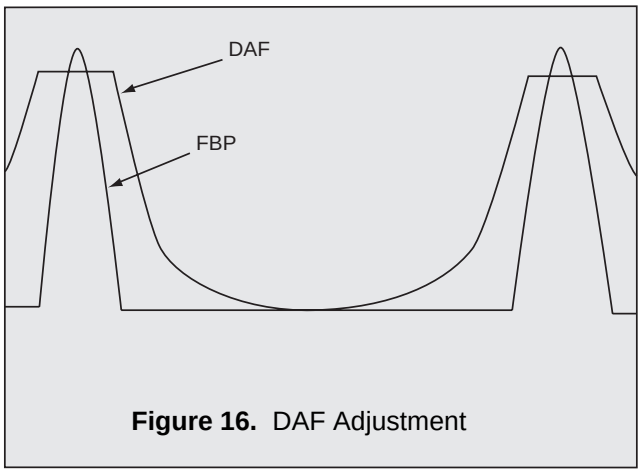

Figure 16. DAF Adjustment
3. If the peak position of the waveforms are different, in Serviceman Mode, adjust “HDAFC” DATA so that become the same position. (See Fig. 16)